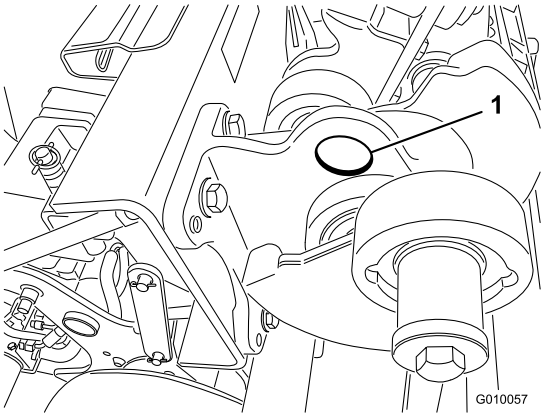

**Figur 42**
**Bemærk:** En hejseanordning, kan også bruges, hvis den er tilgængelig, til at løfte bagenden af maskinen. Brug øjerne i kernehovedernes lejehuse som hejsepunkter (Figur 42)